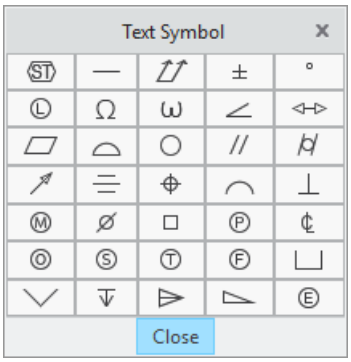

Figure 3-17 *The* ***Text Symbol*** *palette*
4. Enter the text in the **Text** edit box. The length of the text can be up to 79 characters. As you enter the text, the text will be displayed dynamically in the graphics window. To insert symbols with the text, choose the button next to the **Text** edit box; the **Text Symbol** palette will be displayed, as shown in Figure 3-17. Next, choose the desired symbol from the palette to insert it with the text. You can choose the desired font of the text from the **Font** drop-down list. The aspect ratio, slant angle, and spacing of the text can be controlled by using the slider bars available in the **Options** area. You can also modify the position of the text using the options available in the **Alignment** area of the dialog box.